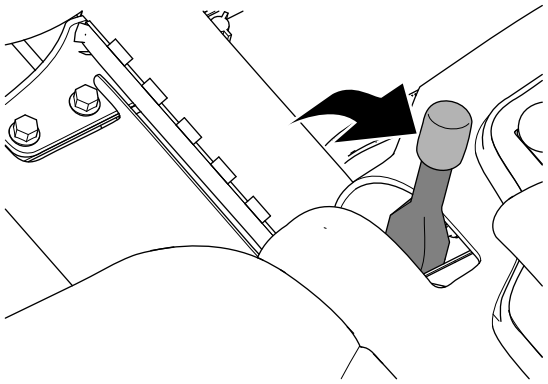

Figur 33
2. Koppla in parkeringsbromsen (Figur 33).